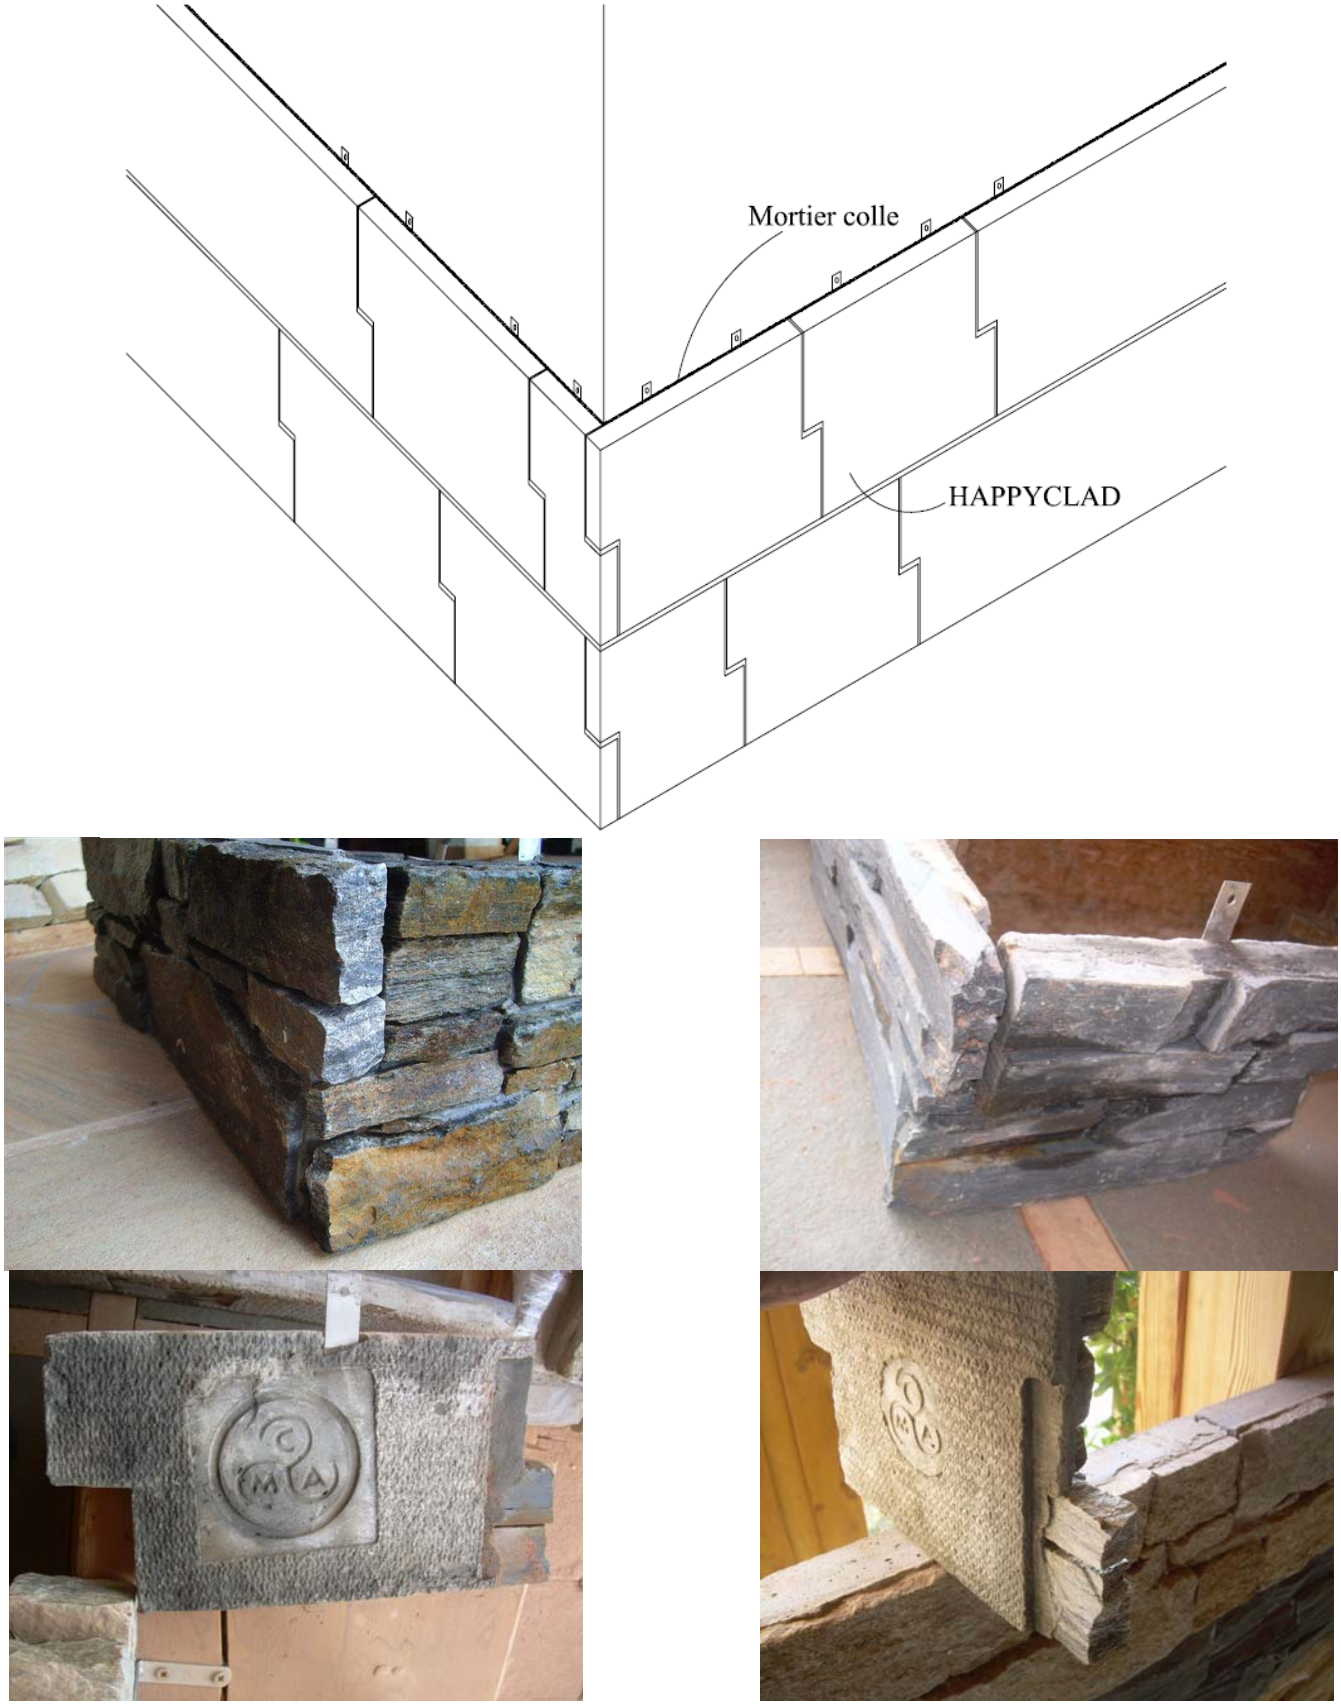

Figure 9 – Angle sortant avec continuité de HAPPPYCLAD : utilisation de petits éléments et de grands éléments pour angle
- On peut utiliser les éléments existants (grand élément pour angle en Z ou petit élément pour angle en Z) en les posant en harpage (figure 9 + photos).